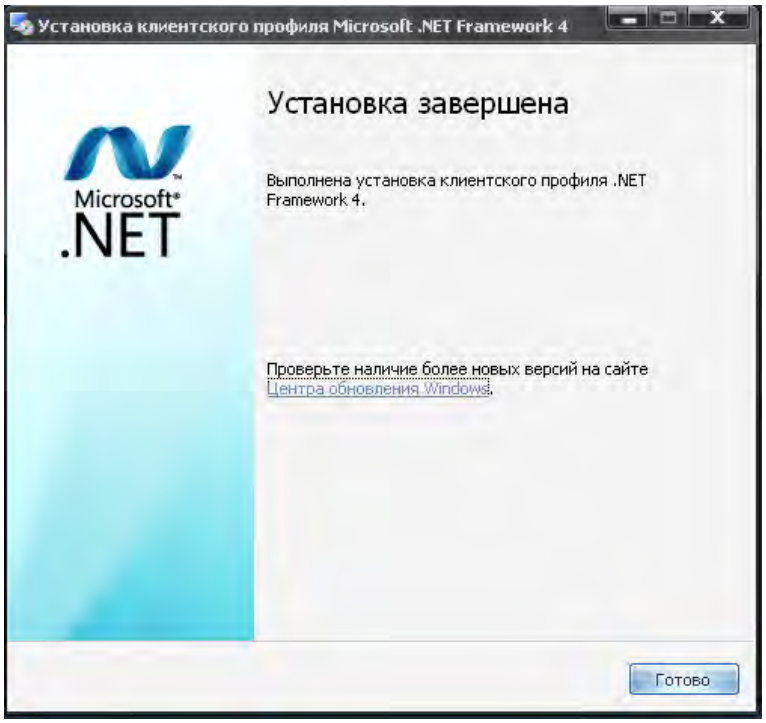

Рис.7
8) проследить за успешностью установки (рис.7) и нажать кнопку **"Готово"**: